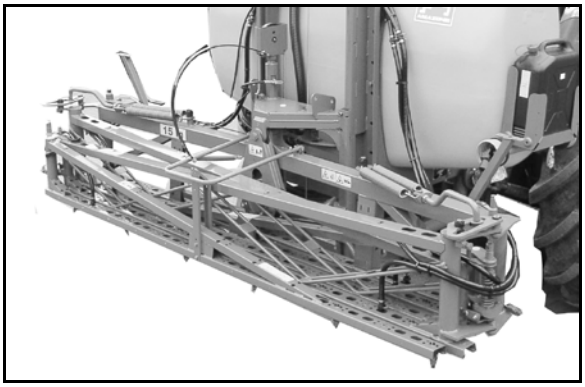

图 76
展开喷杆的顺序如 图 76 所示。按相反的顺序进行折叠。
2. 展开右侧喷杆悬臂（图 76/1,2）。
3. 展开左侧喷杆悬臂（图 76/3,4）。